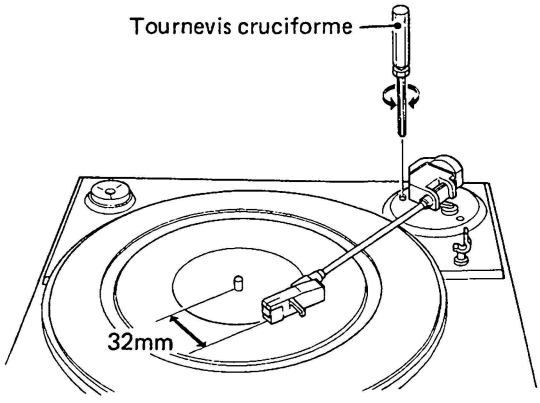

Fig. 10-3 Réglage de retour automatique
5. Arrêter de tourner la vis de réglage sur le point pour lequel il y a un écart de 32mm entre la pointe de lecture et l'axe central. (Fig. 10-3)